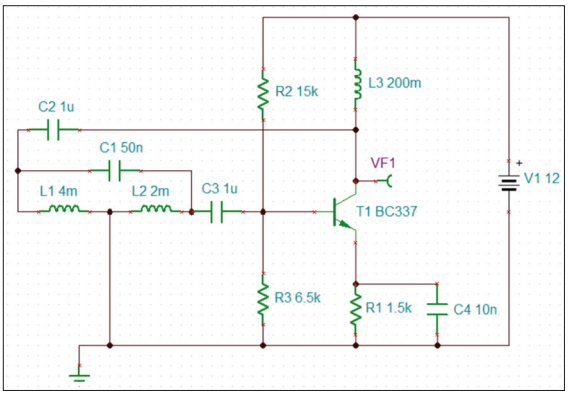

Figure 5.16 Hartley oscillator.
- Click Run to start the oscilloscope. Figure 5.16 shows the oscillator wafeform at the collector of the transistor.
The Hartley oscillator is similar to the Colpitts oscillator, but it uses two indictors and a capacitor in the feedback network instead of two capacitors and an inductor. Figure 5.16 shows an example of a Hartley oscillator. The middle part of the two inductors is grounded. One side of the capacitor is connected to the base of the transistor while the other side is connected to the collector. Capacitors C2 and C3 are coupling capacitors that block the DC current so that the bias of the transistor is not disturbed by the feedback network.